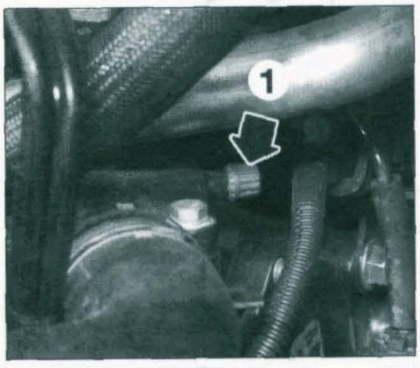

FIGURE 1-13
• Ouvrir les 2 vis de purge (radiateur et sortie de culasse (1)) **(figure 1-13)**.